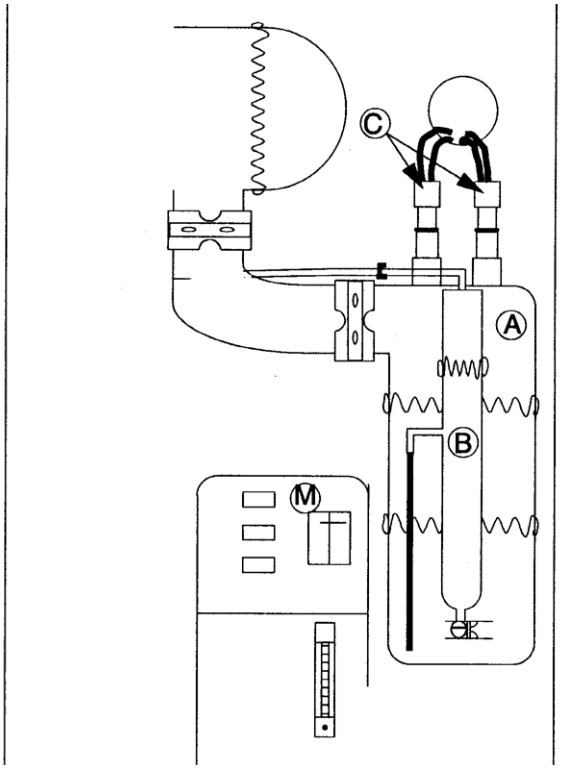

Figure 4-1. Component Locations
Refer to Figure 4-1 (on the following page) for the following steps.
6. Insert the four (4) heaters into the top openings of boiler “A” as shown in Figure 4-1.